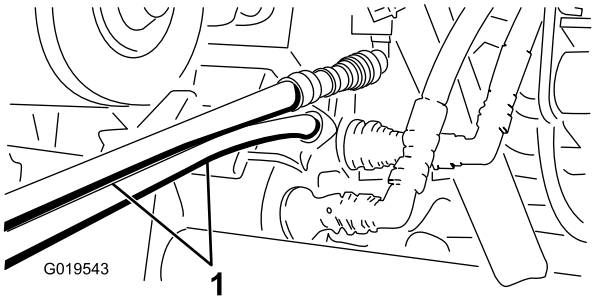

Figur 77
5. Koppla ihop de två slangarna med kopplingen som fortfarande sitter i kopplingsfästet på den andra maskinen (koppla den övre slangen till den övre kopplingen och den undre slangen till den undre kopplingen (Figur 77).